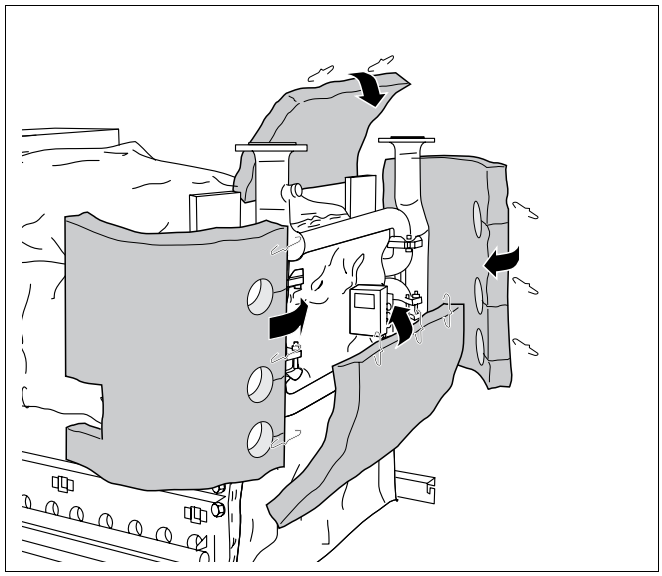
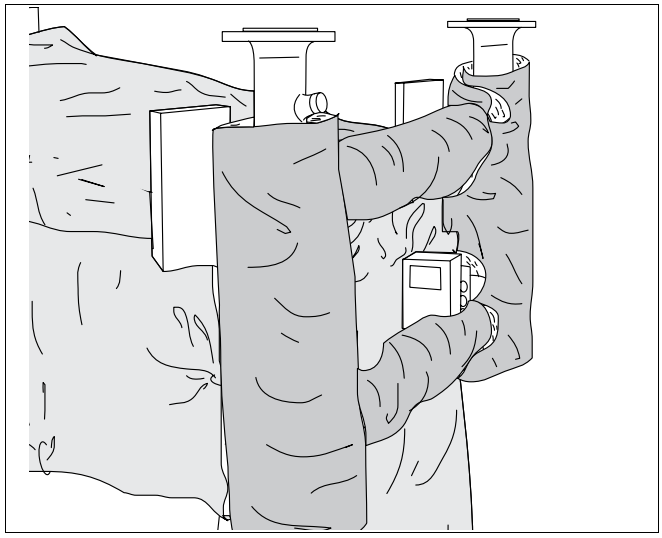

Рис. 51 Укладка теплоизоляции на трубы
Рис. 52 Смонтированная теплоизоляция на трубах
Укладка теплоизоляции на трубы (рис. 51 и рис. 52).
- Обернуть теплоизоляцию (справа и слева) вокруг вертикальных труб и соединить пружинными крюками. Через верхний и нижний круглые вырезы проводятся соответствующие горизонтальные трубы (рис. 51).
- Сервомотор выводится через средний круглый вырез (рис. 51).
- Обернуть теплоизоляцию (вверху и внизу) вокруг горизонтальных труб и соединить пружинными крюками (рис. 51).